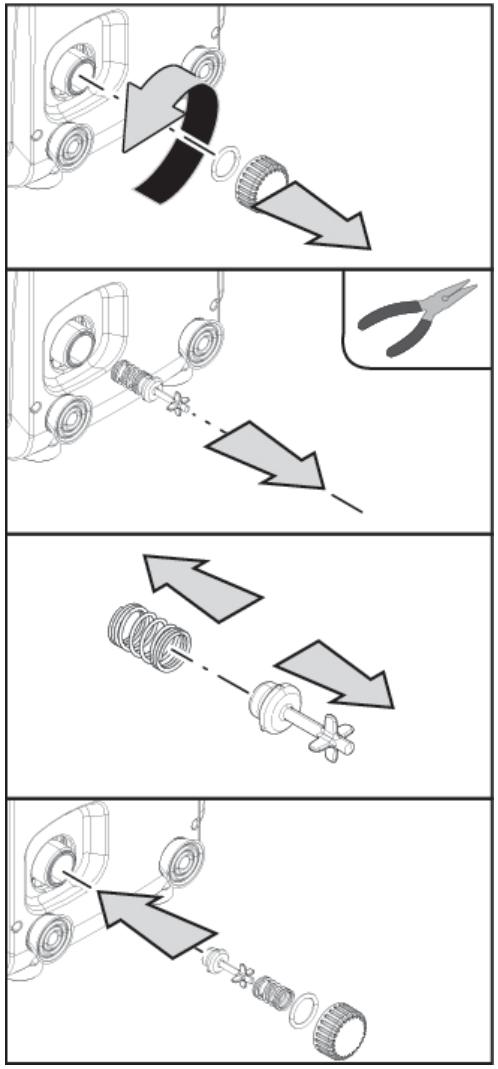

Rysunek 18
3. usunąć korek odprowadzający po Stronie E dbając o nie naruszenie uszczelnienia O-Ring (Rysunek 18);